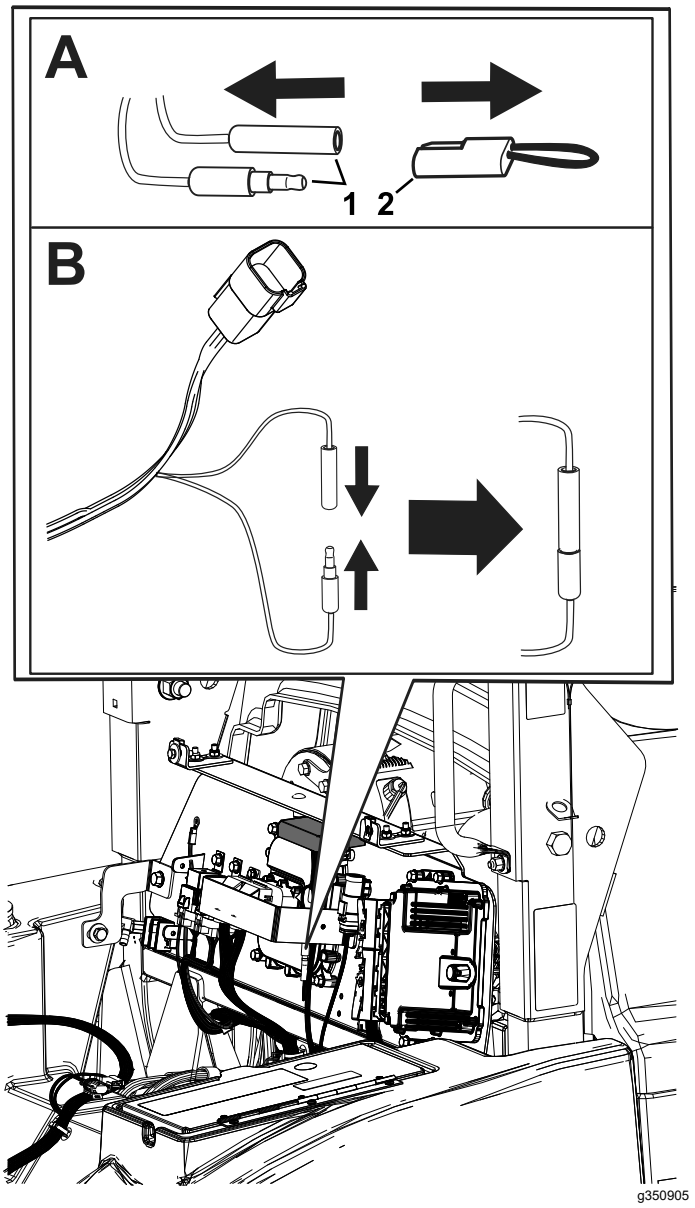

Bild 5
1. Ziehen Sie den Stecker von den Kalibrieranschlüssen ab – achten Sie darauf, dass die Maschine auf einer ebenen Fläche steht (Bild 5).
2. Verbinden Sie die Kalibrieranschlüsse, wie in Bild 5 dargestellt.